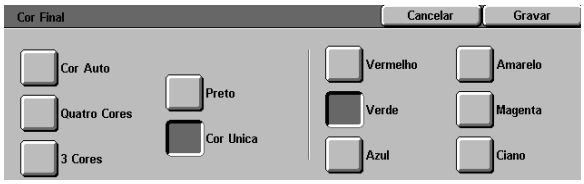

Figura 8: Ecrã Cor Final
- Prima **Mais...** para ver opções adicionais, tal como ilustrado na Figura 8.